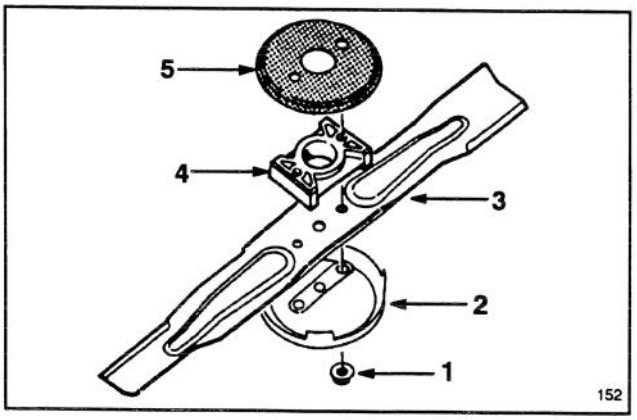

Figure 25
5. REMOVING BLADE—Grasp end of blade using a rag or thickly padded glove. Remove blade nuts, anti-scalp cup, blade, blade spacer and rotating screen (Fig. 25).